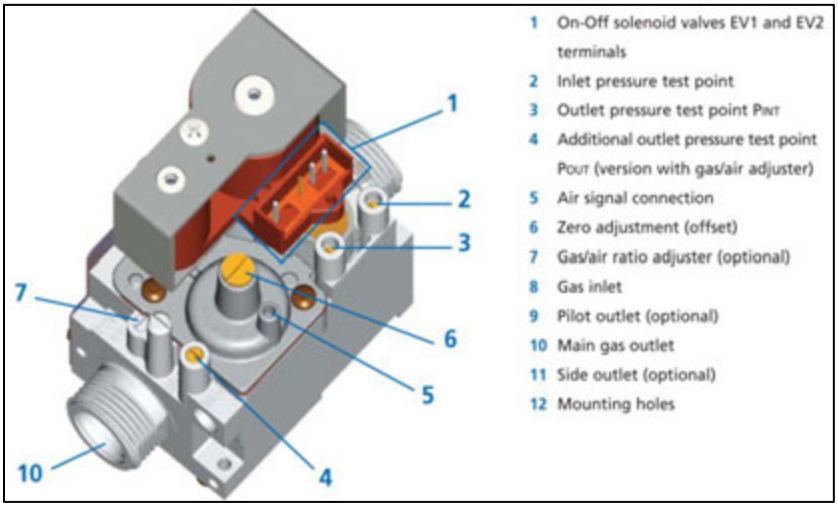
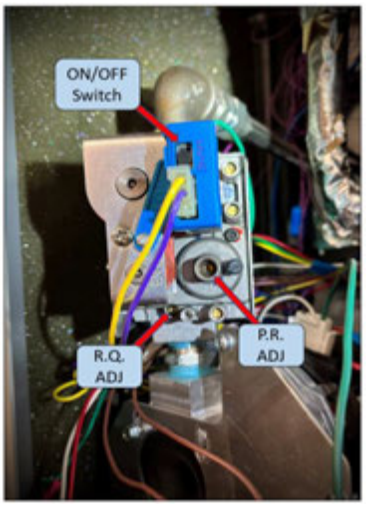

Figure 20: Gas Valve Features
Figure 21: Gas Valve Adjustment Location
Skip this section if using natural gas. To convert to propane, adjust the "**R.Q. ADJ.**" screw on the gas valve shown in Figure 20 as item 7 & Figure 21. Use a 2.5 mm hex key to turn it 1 turn clockwise. This provides a good starting point for the following procedure.
It may take a few tries for the burner to light if air has not been purged from the gas line. It is recommended to CAREFULLY loosen the gas line at the inlet of the gas valve to purge the air out, and then retighten. Wait for any leaked gas to dissipate before continuing. Once all other installation steps are complete, apply power to the GAHP and set the indoor thermostat or aquastat to heating and wait for the GAHP to start. The **P.R. ADJ** screw on the gas valve as shown in Figure 20 as item 6 and Figure 21 has a cover screw that needs to be removed before adjusting.
2. Adjust the **R.Q. ADJ** screw on the gas valve (Figure 21) with a 2.5 mm hex key until flue gas composition is as follows. Turn **clockwise** to increase excess air (increasing O_2 or decreasing CO_2):
4. Adjust the **P.R. ADJ** screw on the gas valve (Figure 21) with a 4 mm hex key until flue gas composition is as follows. Turn **counterclockwise** to increase excess air (increasing O_2 or decreasing CO_2):